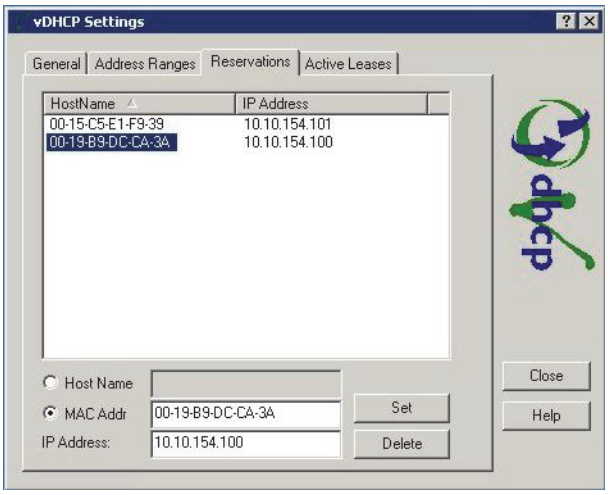

Figure 3–21: vDHCP Settings Dialog Box
3. From the **vDHCP Settings** dialog box, click the **Reservations** tab. The Host names and IP Addresses of the new MediaDeck will be shown in the main window. See *Figure 3–21* for an example.